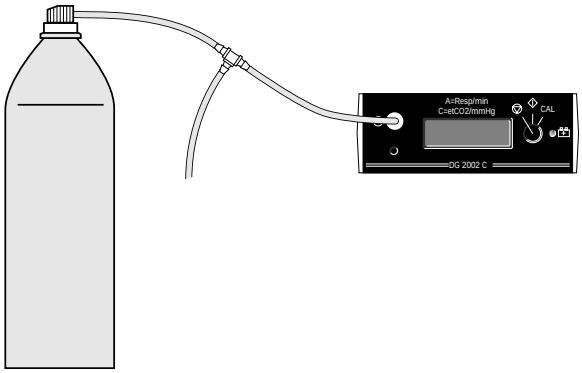

Bild 10.6-11. Anschließen der Kalibriergasflasche
* Schließen Sie die Gasflasche mit dem beiliegenden Anschlußschlauch an das Modul an (Bild 10.6-11). Achten Sie darauf, daß das überschüssige Gas über den T-Abzweig ungehindert entweichen kann.